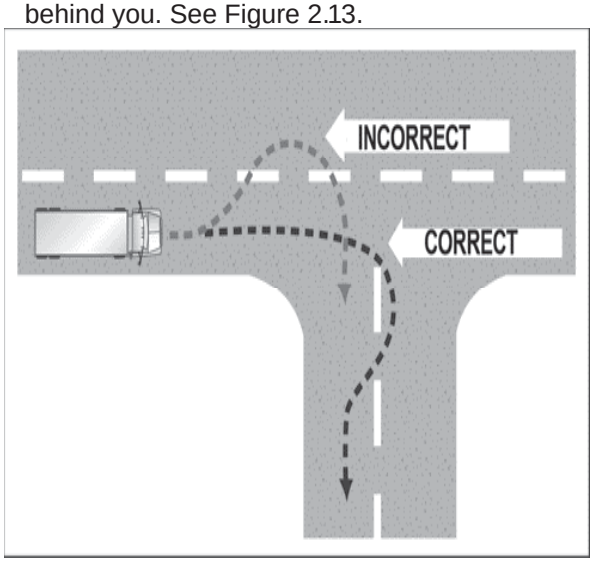

**Figure 2.13**
- If you must cross into the oncoming lane to make a turn, watch out for vehicles coming toward you. Give them room to go by or to stop. However, don't back up for them, because you might hit someone behind you. See Figure 2.13.